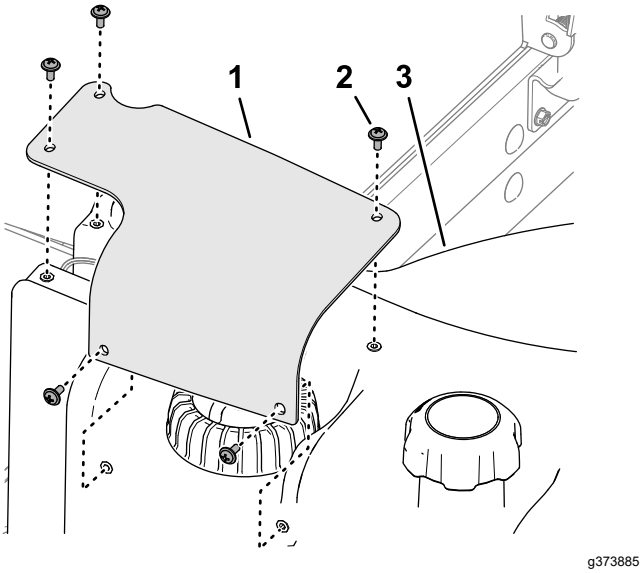

Figuur 118
2. Verwijder de 5 kruiskopschroeven waarmee de kap van de brandstofsensor is bevestigd aan de brandstoftank, en verwijder de kap (Figuur 118).